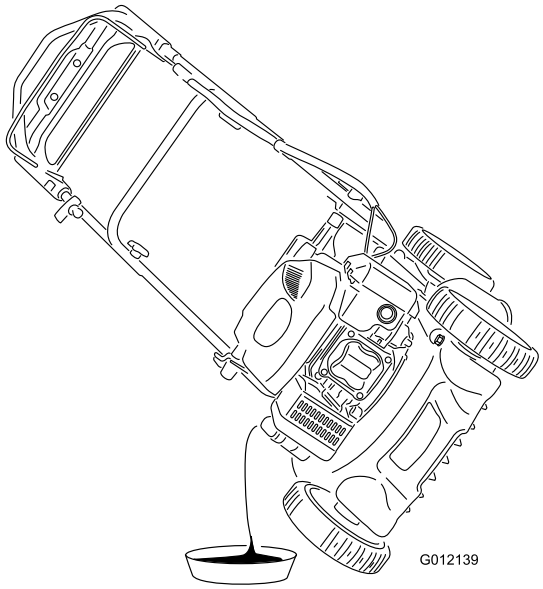

Figuur 20
5. Kantel de machine op de zijkant (met de peilstok omlaag) om de gebruikte olie via de vulbuis weg te laten lopen (Figuur 20).